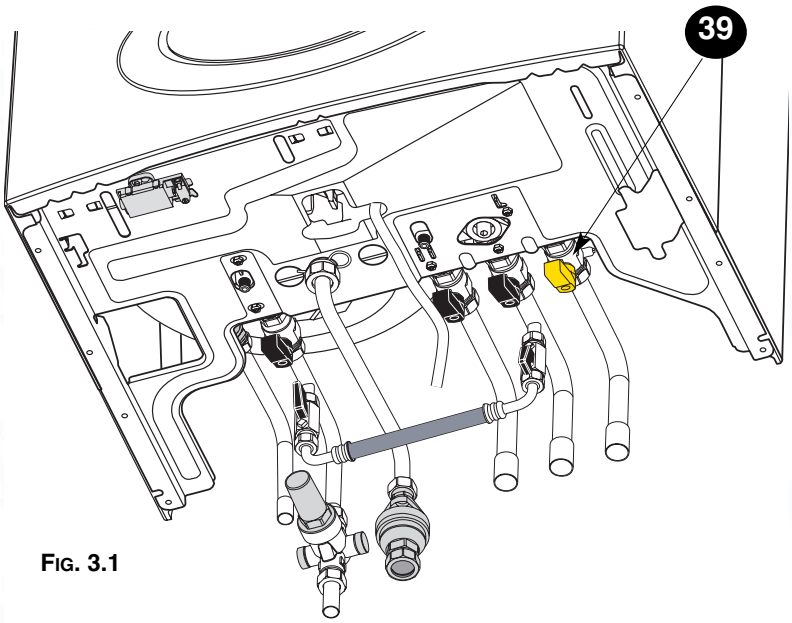

FIG. 3.1
2. Check that the gas service tap **39 (Fig. 3.1)** is opened **(Figs. 3.2 and 3.3)** and that the mains power is on, **On/Off** push button **26** Power ON.
A method for initially filling the system and replacing lost water during servicing and initial filling (in accordance with current Water Regulations), is provided as an integral part of the connection kit (see Fig. 3.1).